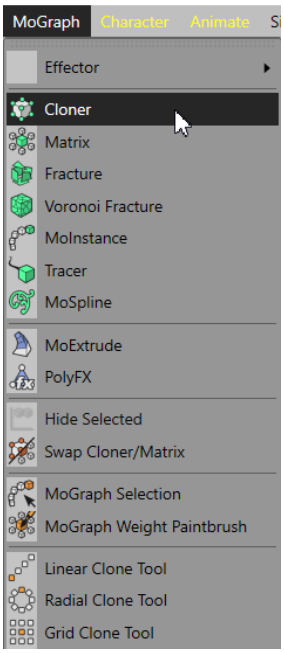

Figure 3-87 *Choosing* ***Cloner*** *from the* ***MoGraph*** *menu*
3. Choose **MoGraph > Cloner** from the main menu, as shown in Figure 3-87; *Cloner* is added to the Object Manager.